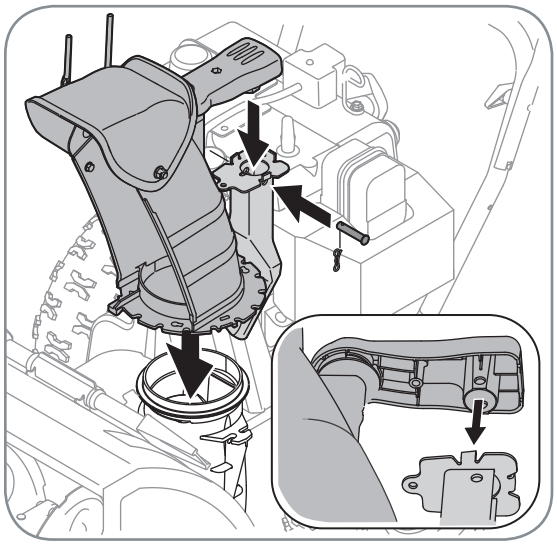

Figure 3-3
3. Placez la goulotte sur sa base et attachez-la sur son support en utilisant l'axe de chape et la goupille fendue enlevés plus tôt. Voir la Figure 3-3.